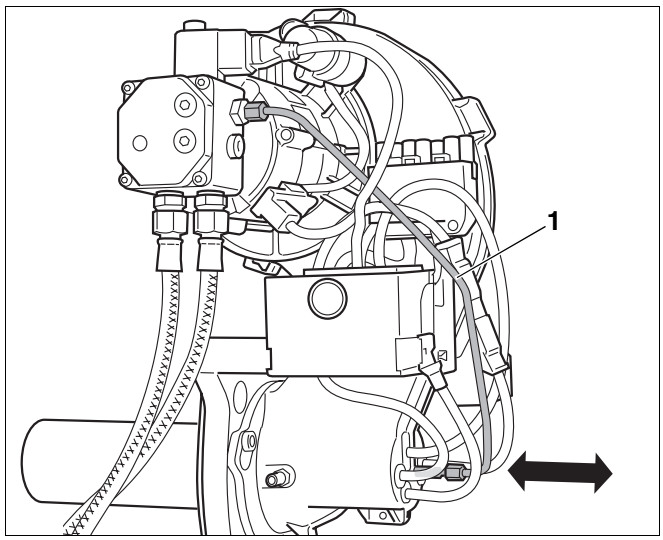

Abb. 35 Korrekten Sitz des Mischsystems prüfen
- Ölzuleitung (Abb. 35, **Pos. 1**) in der gezeigten Weise ca. 5 mm herausziehen.